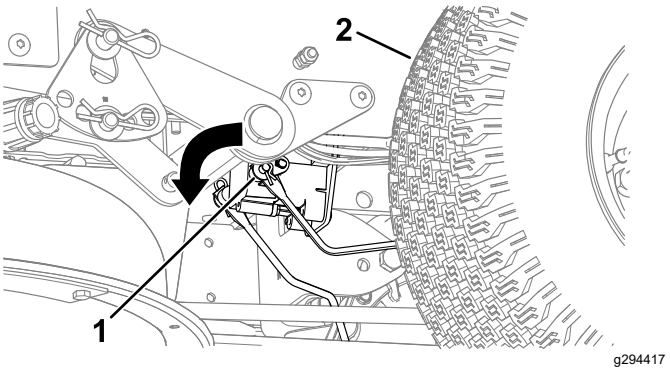

**Figure 51**
3. Locate the shaft on the electric brake where the brake link arms are connected (Figure 51).